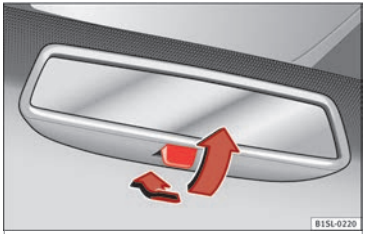

Fig. 114 Manual anti-dazzle function for rear vision mirror
- Pull the lever to the back to select the anti-dazzle function ››› **Fig. 114**.